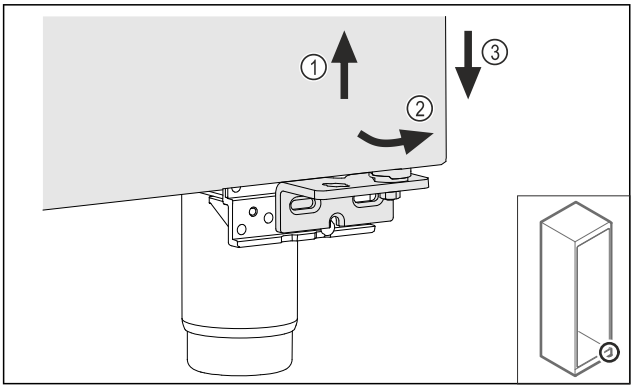

Fig. 14
▶ Ridicați ușor ușa *Fig. 14 (1)*, basculați-o jos spre înainte *Fig. 14 (2)* și coborâți-o *Fig. 14 (3)*.